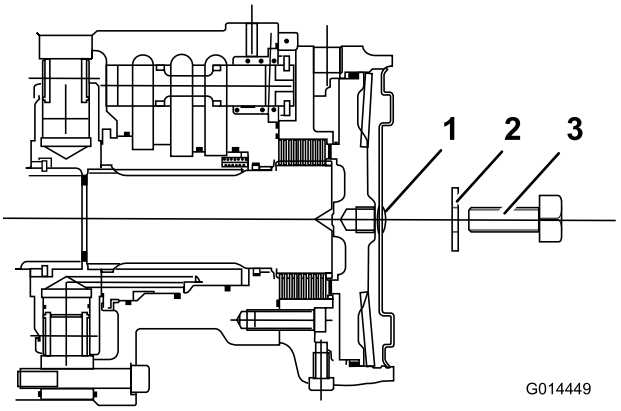

Figur 46
5. Stram til setteskruen i det gjengede hullet i bremsestempelet til bremsen frigjøres (Figur 46).
6. Identifiser venstre, fremre bremseskiveenhet og gjenta prosedyren som beskrives over (Figur 46).